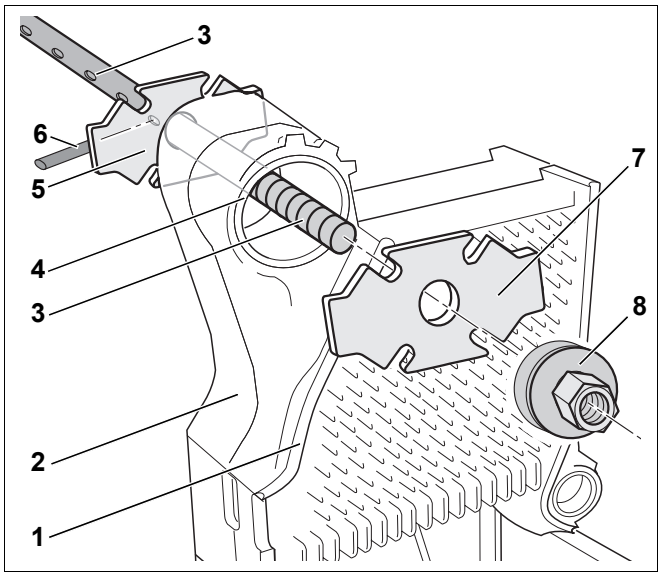
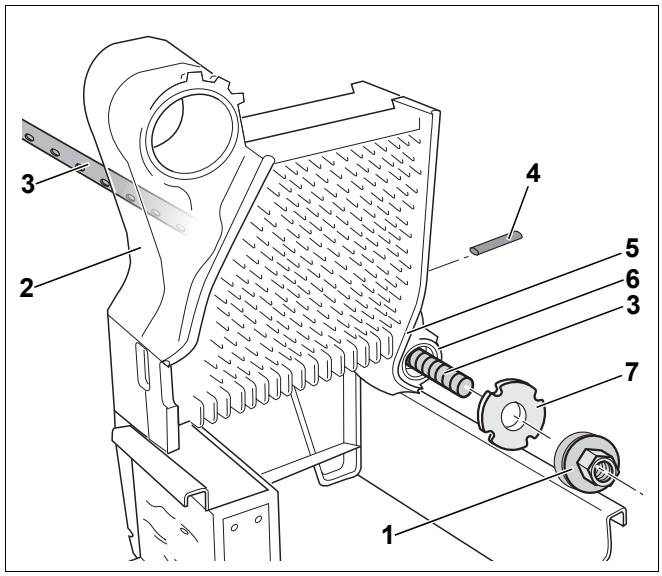
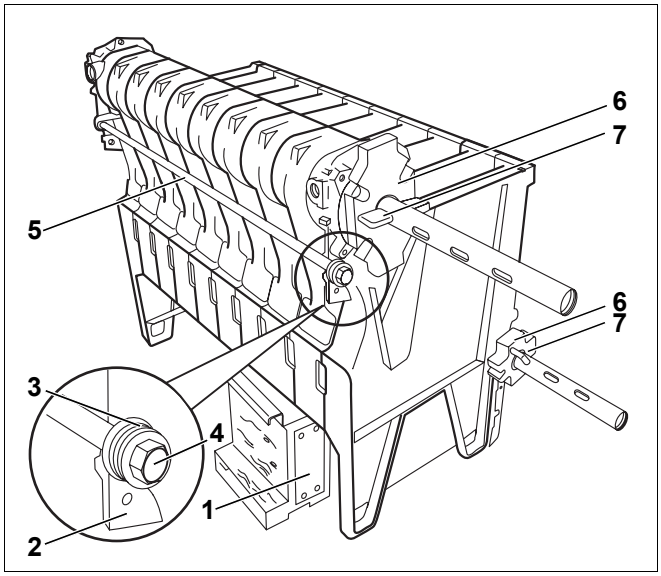

Rys. 16 Piasta górna
Rys. 17 Piasta dolna
Rys. 19 Montaż pręta ściągającego – kolejność sprężyn tarczowych
- Wsunąć po jednym cięgle (rys. 16 i rys. 17, **poz. 3**) przez górną i dolną piastę (rys. 16, **poz. 4** i rys. 17, **poz. 6**) zmontowanej części bloku kotła.
Jeżeli dodatkowy kołnierz dociskowy (rys. 16, **poz. 7**) podczas ściskania znajduje się na rowku uszczelniającym członu środkowego (rys. 16, **poz. 1**), może to spowodować nieszczelność.
- Należy sprawdzić, czy dodatkowy kołnierz dociskowy (rys. 16, **poz. 7**) przylega płasko do piast.
- Nałożyć dodatkowy kołnierz dociskowy (rys. 16, **poz. 7**) na cięgło (rys. 16, **poz. 3**) górnej piasty (rys. 16, **poz. 4**).
- Nałożyć dodatkowy kołnierz dociskowy (rys. 16, **poz. 5**) na cięgło (rys. 16, **poz. 3**) górnej piasty (rys. 16, **poz. 4**) i zabezpieczyć klinem (rys. 16, **poz. 6**) (porównaj rys. 19, strona 20).
- Wkręcić tarczę dociskową (rys. 16, **poz. 8**) na gwint cięgła (rys. 16, **poz. 3**).
- Nałożyć dodatkowy kołnierz dociskowy (rys. 17, **poz. 7**) na cięgło (rys. 17, **poz. 3**) (piasta dolna – rys. 17, **poz. 6**).
- Nałożyć dodatkowy kołnierz dociskowy na dolną piastę (rys. 17, **poz. 6**) i zabezpieczyć klinem (rys. 17, **poz. 4**) (porównaj rys. 19, strona 20).
- Wkręcić tarczę dociskową (rys. 17, **poz. 1**) na gwint cięgła (rys. 17, **poz. 3**).
- Równomiernie rozłożyć sprężyny tarczowe (rys. 19, **poz. 3**).
- Włożyć pręt ściągający (rys. 19, **poz. 5**) ze sprężynami tarczowymi (rys. 19, **poz. 3**) do nadlewów (rys. 19, **poz. 2**).
- Wkręcić ręcznie nakrętkę (rys. 19, **poz. 4**) na gwint pręta ściągającego (rys. 19, **poz. 5**), tak aby powierzchnie sprężyn talerzowych przylegały do nadlewów.
- Następnie dokręcić nakrętki (rys. 19, **poz. 4**) z prawej i lewej strony na pręcie ściągającym (rys. 19, **poz. 5**) o 1 do 1½ obrotu (M10: 15 Nm; M16: 25 Nm).
- Wyjąć wspornik montażowy (rys. 19, **poz. 1**, strona 20).